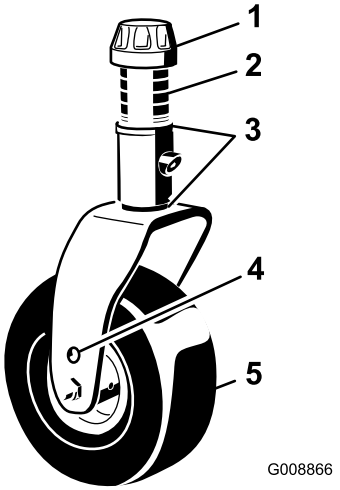

Figura 16
3. Retire el casquillo tensor del eje (Figura 16) y deslice el eje fuera del brazo de la rueda giratoria. Coloque los dos suplementos (3 mm) en el eje de la misma forma que en la instalación original. Estos suplementos son necesarios para obtener el mismo nivel en toda la anchura de las unidades de corte. Coloque el número adecuado de espaciadores de 13 mm (consulte la tabla siguiente) en el eje para conseguir la altura de corte deseada, luego coloque la arandela en el eje.